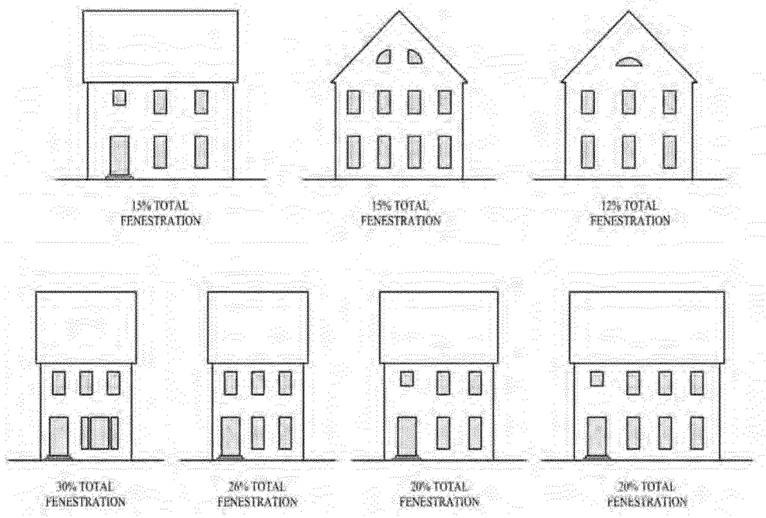

*Figure 22*
- For residential buildings, total fenestration (rough window openings) on frontage elevations (not including a tower element above the eave) shall not exceed 50% of the total surface area. See Figure 22.